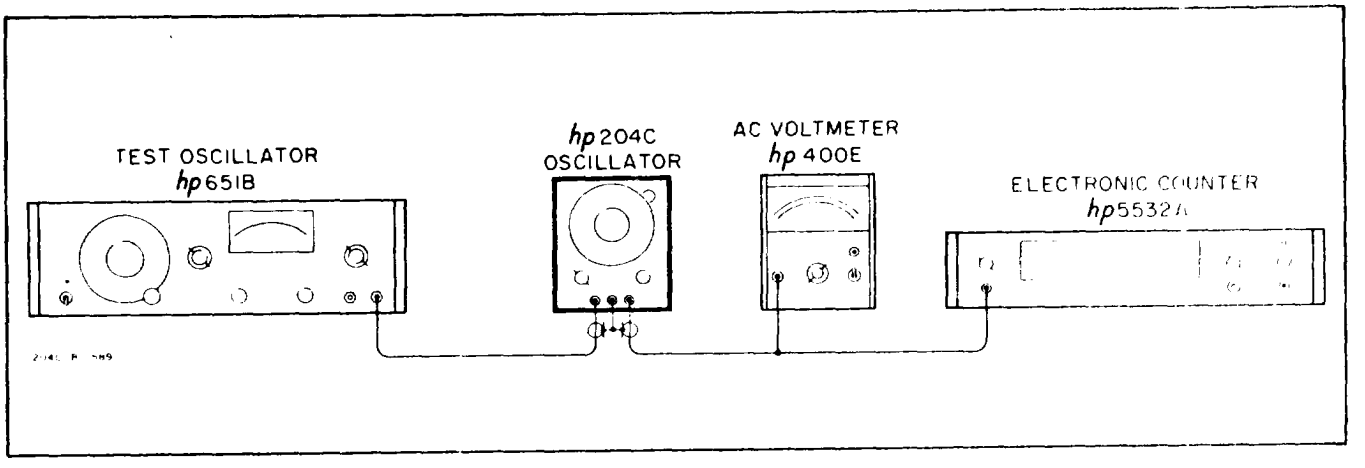

Figure 5-4. Sync Input Check
c. Without changing the controls set in steps a and b, connect the equipment as shown in Figure 5-4.